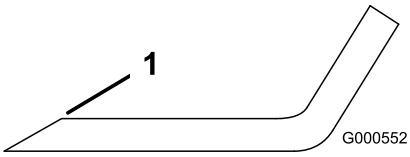
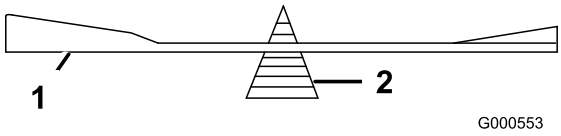

Figur 57
Figur 58
1. Anvend en fil til at slibe begge ender af skærekniven (Figur 57). Bevar den oprindelige vinkel. Skærekniven
2. Kontroller skæreknivens balance ved at placere den på en afbalanceringsenhed (Figur 58). Hvis skærekniven forbliver i en vandret position, er skærekniven afbalanceret og kan benyttes. Hvis skærekniven ikke er afbalanceret, skal der slibes lidt mere metal af enden af sejlområdet (Figur 57). Gentag denne procedure, indtil skærekniven er afbalanceret.